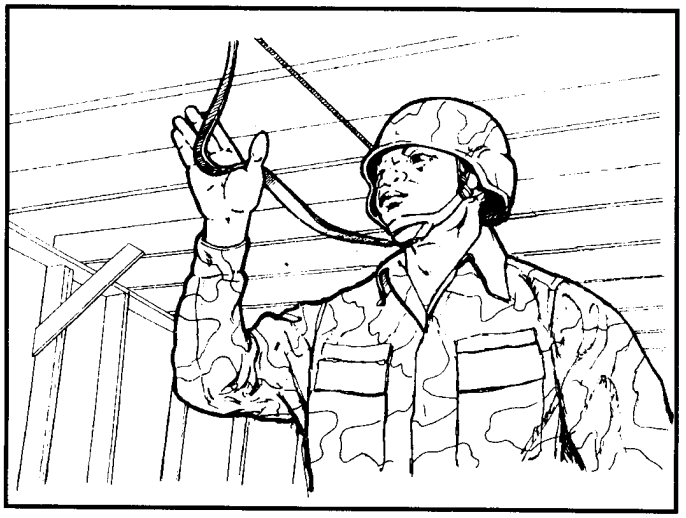

Figure 4-7. Static line bight.
(6) ***Bight.*** The parachutist forms a bight of about 6 inches in the static line by making one fold and grasping the loop at eye level about 6 inches to the front (Figure 4-7). The remainder of the static line is routed over the shoulder. The free hand is used to steady the parachutist while moving toward the door.